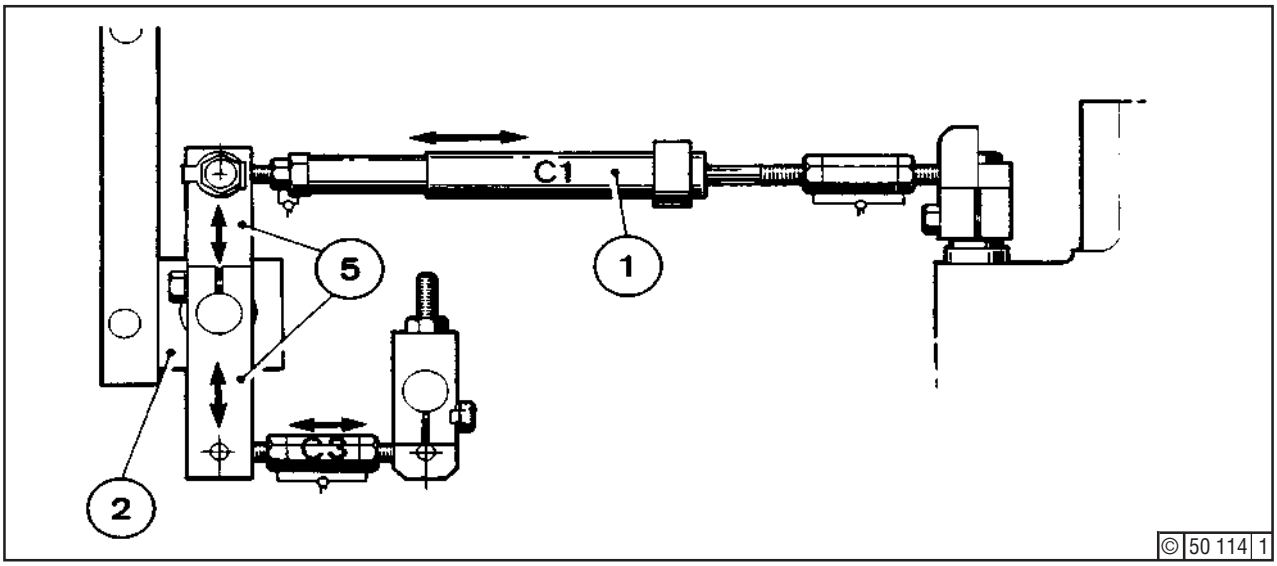
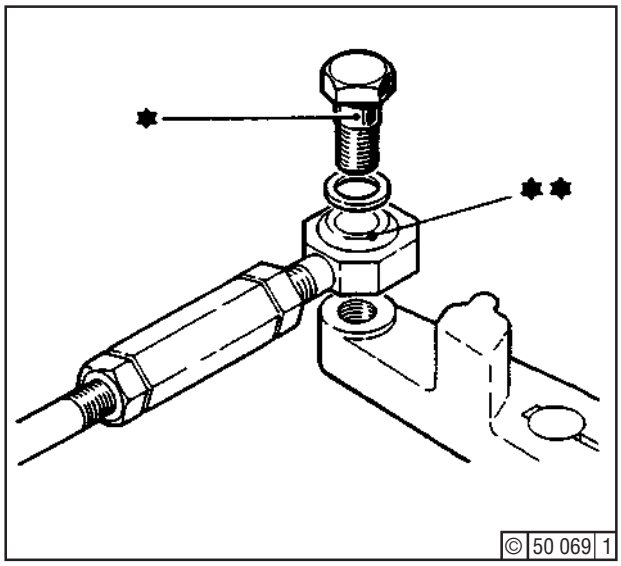

Fig. 1 Linkage
Fig. 2 Telescopic piece
After finally completing the settings, refit the covers at points A22, A25, A23 and A26 - Fig. 1 -, together with new gaskets, if necessary. Remount the linkage covers.
Move link rods C1 (Fig. 1) and C3 to and fro. If play is found to exist, the link heads are worn and must be replaced (see "Reconditioning").
Inspecting Telescopic Piece C1(Fig. 1)
Undo fitted hex. bolt (*) - Fig. 2 -. At the other end of the link, release locking plate and screw out fitted hex. bolt. Take link rod out of forked lever, compress by hand, and release. The resistance thereby occurring should result solely from the compression spring inside the telescopic piece (1) - Fig. 1 -. The link rod should then return to its original position.
If not, the telescopic piece must be reconditioned. Reassembly is in the reverse order, the fitted hex. bolt (*) - Fig. 2 - then being inserted with locking compound Deutz DW 57.
Renewing Heads of Links C3 - Fig. 1 -